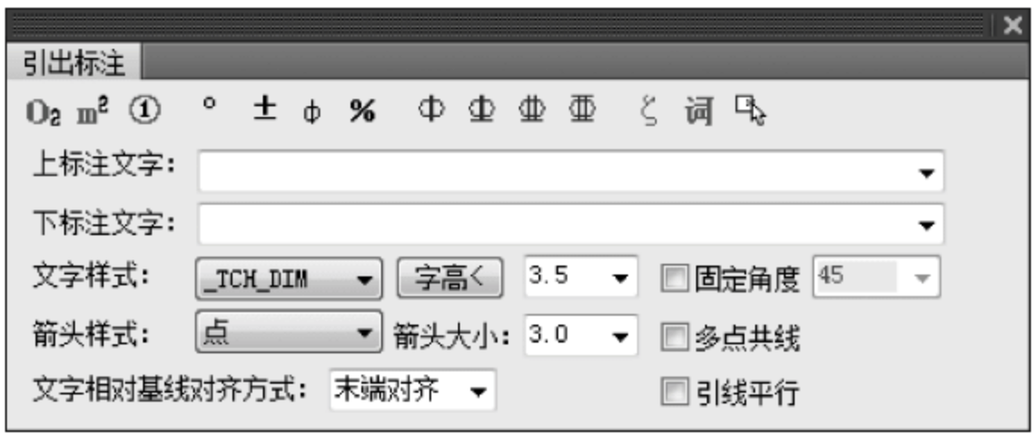

图 13-9　“引出标注”对话框
单击菜单命令后，显示对话框如图 13-9 所示。
(1) 单击菜单中的“符号标注”→“引出标注”命令，打开的对话框如图 13-9 所示，在上侧文字框中输入“铝合金门”，在下侧文字框中输入“塑钢门”，然后在绘图区域单击，命令行提示如下。